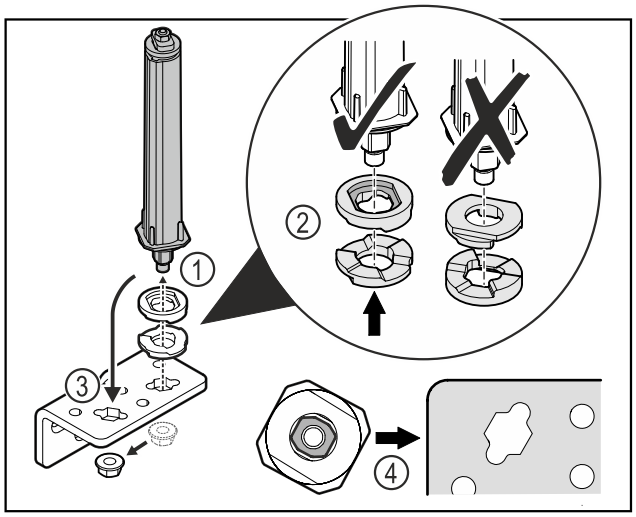

Fig. 25
▶ Desfaceți piulița și îndepărtați sistemul de închidere a ușii *Fig. 25 (1)*.
▶ Aveți în vedere alinierea corectă a șaibelor de reglaj pe înălțime *Fig. 25 (2)*.
▶ Mutați sistemul de închidere a ușii în colțarul balamalei și fixați cu piulița *Fig. 25 (3)*.
▶ La utilizare aveți în vedere alinierea corectă a sistemului de închidere a ușii *Fig. 25 (4)*.